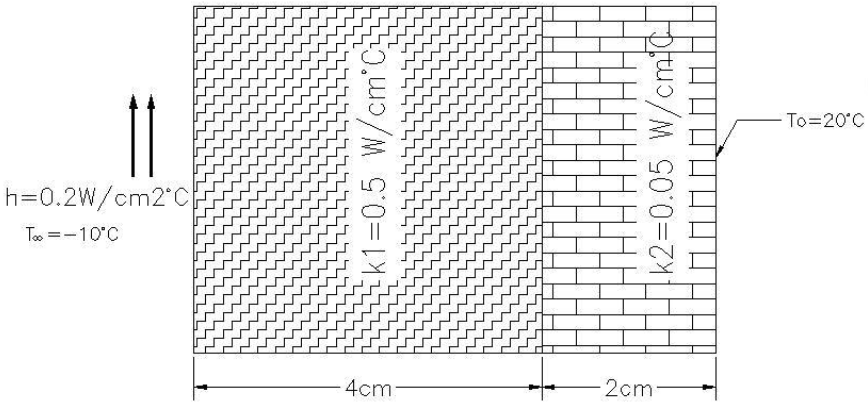

Figure 4
Q.4 (b) Determine the temperature distribution through the composite wall shown in Figure 4 when convection heat loss occurs on the left surface. Assume unit area. Assume all thicknesses, t1 = 4 cm and t2 = 2 cm; k1 = 0.5 W/cm°C, k2 = 0.05 W/cm°C, h = 0.2 W/cm^2°C and T∞ = -10°C. **07**